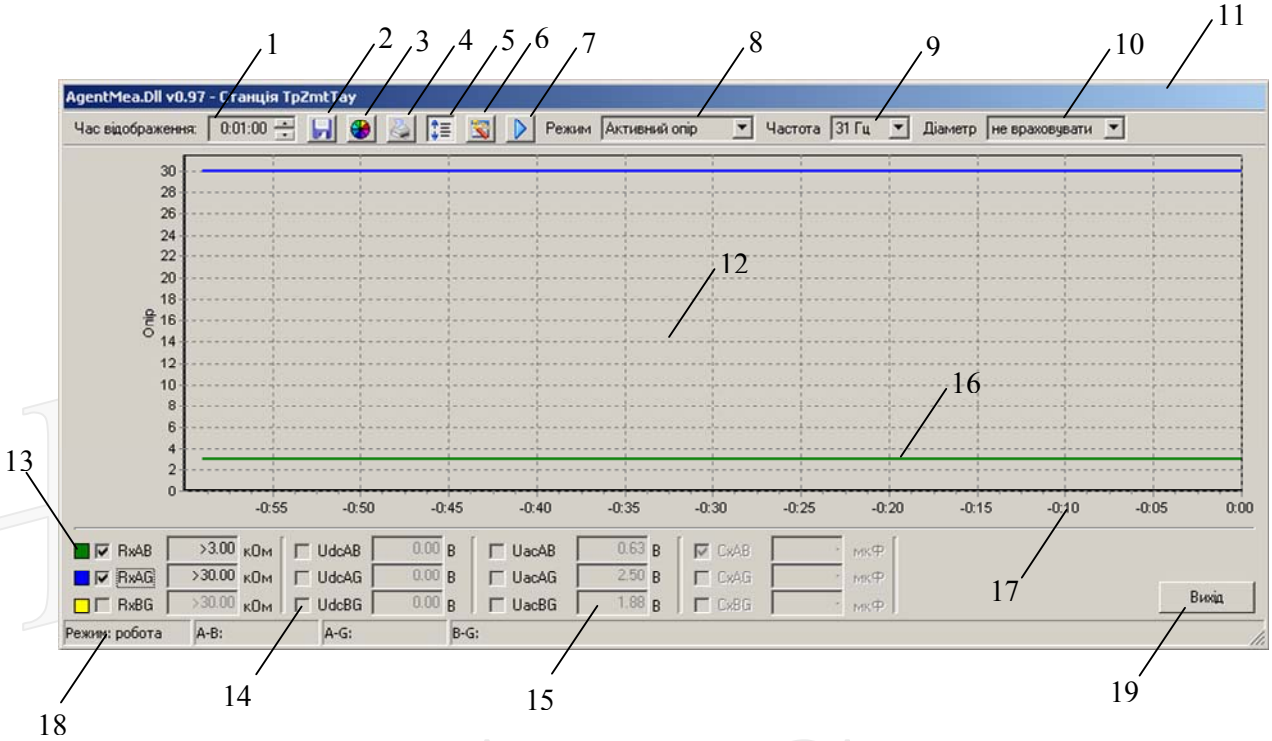
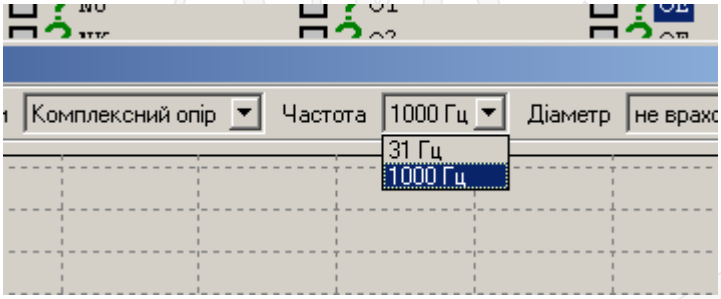

Рис. 2.
Рисунок 4.
Вигляд основного вікна інтерфейсу користувача зображено на рис.2.
1. час (у форматі г:хх:сс), на протязі якого будується та відображається графічна залежність вимірюваного параметра (на рис.2 задано час 1-на хвилина);
11. шапка вікна на якій відображено версію бібліотеки (на рис. 2 v0.97) та назви станції;
Вибір частоти, на якій проводяться вимірювання (рис. 4) здійснюється випадаючим меню 9 на рис. 2.